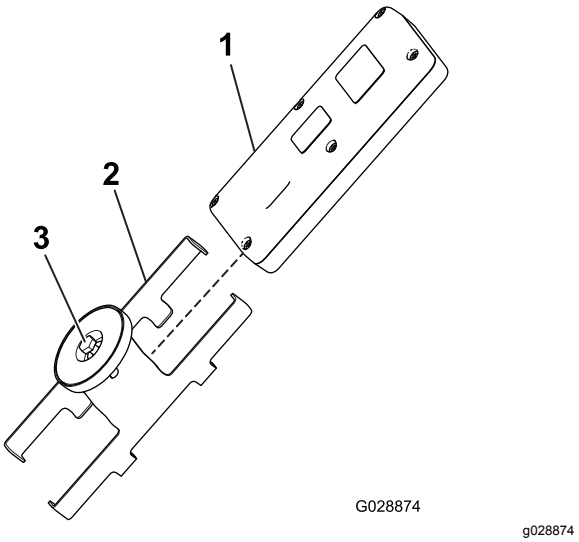

Figur 37
1. Lossa bulten i magneten på det magnetiska kontrollfästet (Figur 37).
2. Dra isär fästets sidor och ta bort kontrollen (Figur 37).
8. Montera handkontrollen på det magnetiska fästet för handkontrollen, dra ihop halvorna för att fästa handkontrollen och dra åt bulten i magneten (Figur 37).